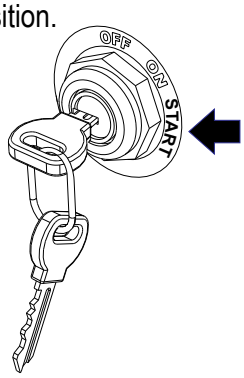

Figure 17. Engine Switch (Start Position)
6. Place the ignition key (Figure 17) in the **START** position and hold it until the engine starts. When the engine starts, release the key, allowing it to return back to the **ON** position.